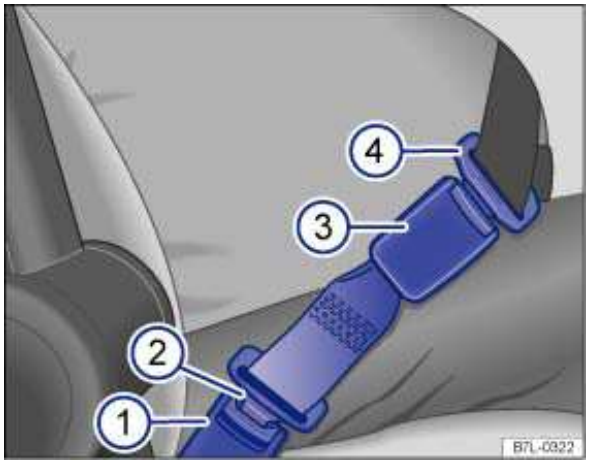

Fig. 60 A safety belt extender properly attached to the factory-installed safety belt.
Key to fig. 60:
- Insert the buckle tongue on the safety belt extender ⇒ fig. 60 (2) into the vehicle belt buckle for the seat where the safety belt extender is being used (1).